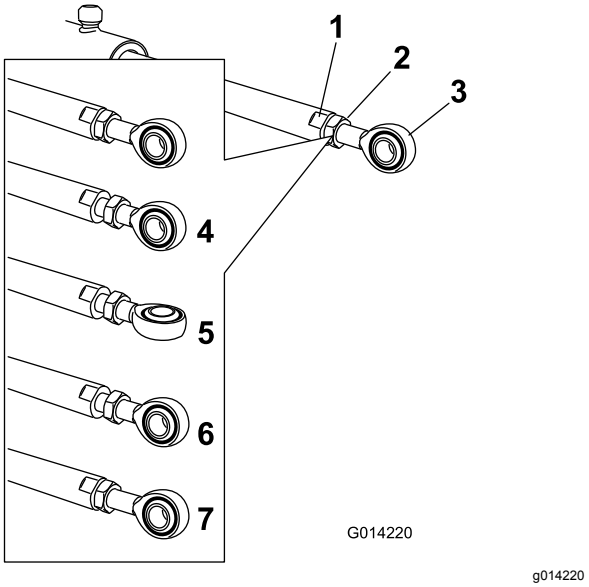

Figur 35
5. Bruk en skiftenøkkel på de flate sidene av aktuatorstangen å sette den ut av funksjon, før du løsner låsemutterne slik at maljestangen kan manipuleres (Figur 35).
6. Skru på maljestangen i aktuatorstangen for å justere lengden for den forlengede aktuatoren til den ønskede posisjonen (Figur 35).